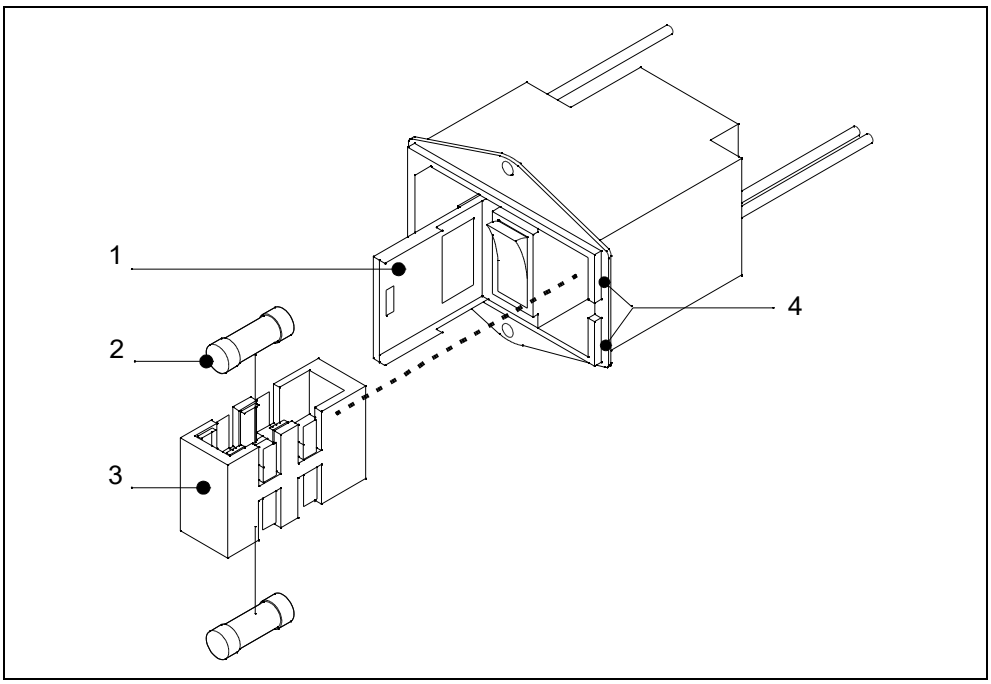

Abb. 7-5 Sicherungswechsel
- Zum Austausch der Hauptsicherungen öffnen Sie mit einem Schraubendreher die Abdeckkappe zum Sicherungseinsatz. Schraubenzieher hierzu in die entsprechende Nut einführen und Abdeckklappe öffnen. Siehe hierzu Abb. 7-5.